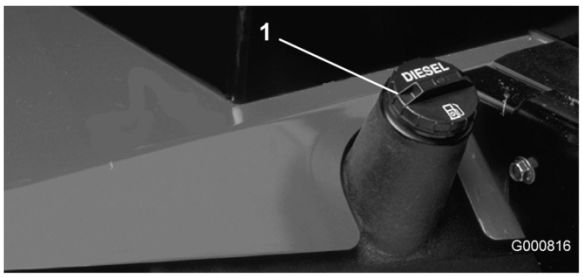

Figuur 21
1. Verwijder de dop van de brandstoftank (Figuur 21).